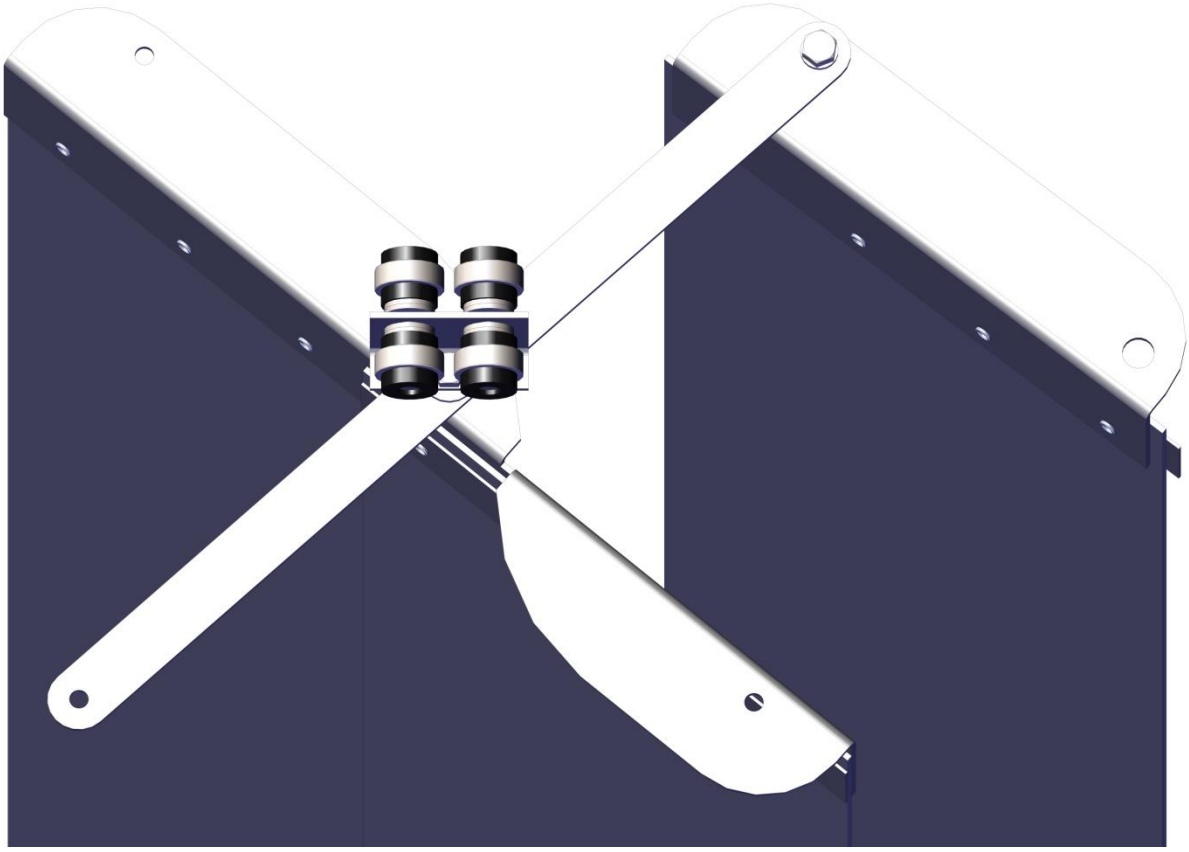

Рис.10.Установка завесы с кареткой (исполнение слева)
3) После установки пластины на нее ставится завеса с кареткой. *Большой загиб завесы должен иметь тоже направление, что и у последней завесы (рис.10).*